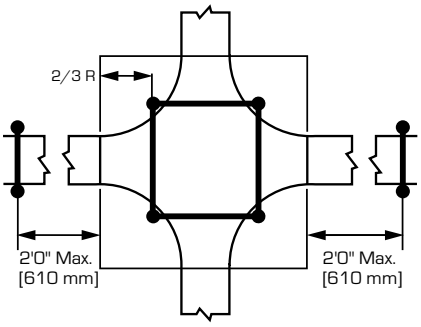

**Figure 6-3**
3. Horizontal Cross Supports (See Figure 6- 3)-Within 2' (610mm) of each of the four openings connected to other cable tray items for the 12-inch (305mm) radius. On all other radii, at least one support should be placed under each side rail of the horizontal cross, preferably as shown in Figure 6-3.